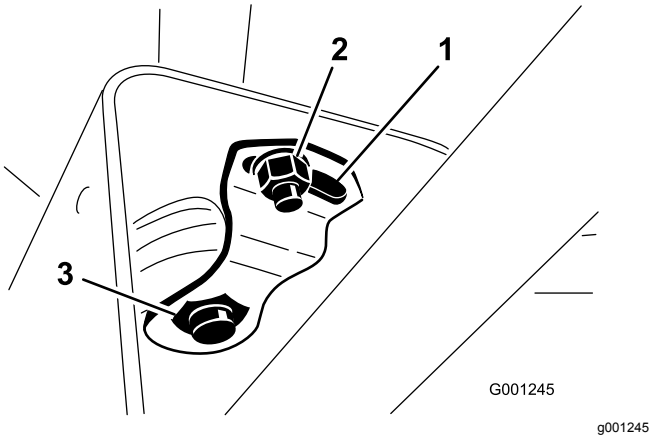

Figur 30
2. Skub kappen op ad ratakslen for at blotlægge drejebeslaget (Figur 30).
3. Løsn den lille møtrik, og drej drejebeslaget, indtil det spænder den store møtrik nedenunder (Figur 30).